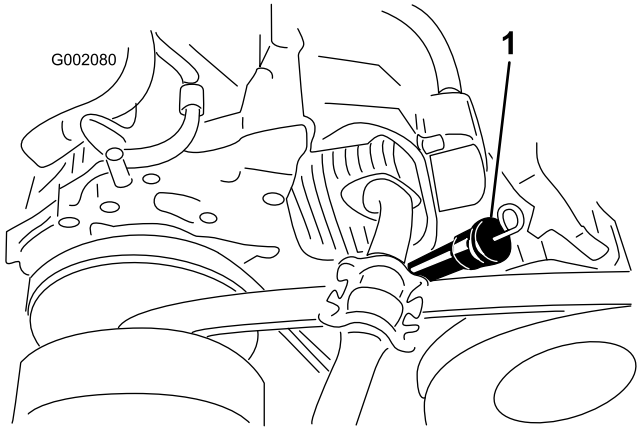

Figuur 39
8. Maak de omgeving van de oliepeilstok en de vulbuis schoon, en neem de peilstok eruit (Figuur 39).
9. Giet geschikte olie in de vulbuis totdat het oliepeil de Vol-markering op de peilstok heeft bereikt (Figuur 39).
10. Steek de peilstok volledig in de vulbuis, neem de peilstok eruit en controleer het oliepeil (Figuur 39).
11. Steek de peilstok in de vulbuis tot de peilstok stevig vastzit (Figuur 39).